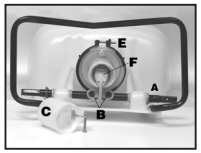

Figure 1
1) Remove the handle and bolt and set aside. With the pump facing towards you lay the unit on its back (Figure 1). Loosen the hose clamp by unscrewing the bolt and remove the sprayer hose. Caution: